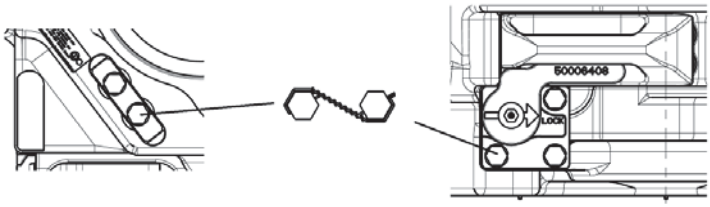

Figure 4
4.8	Check if bolt and nuts are lock wired correctly. (See fig 4)